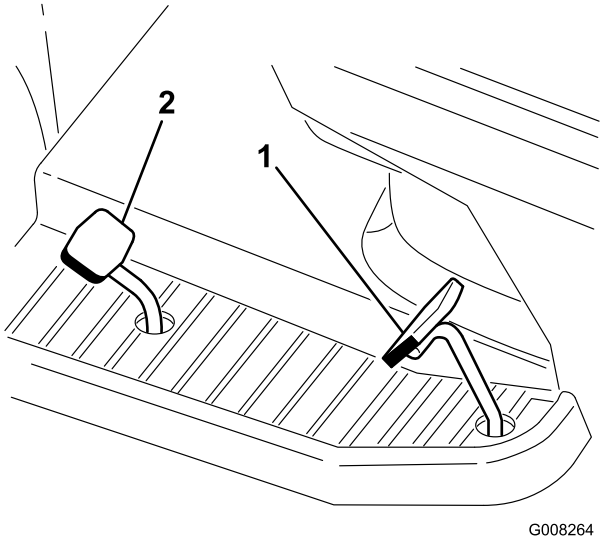

Figuur 17
2. Zet uw voet op het tractiepedaal en trap het pedaal langzaam in om vooruit te rijden (Figuur 17).
2. Zet uw voet op het pedaal van de achteruit versnelling en trap het pedaal langzaam in om achteruit te rijden (Figuur 17).